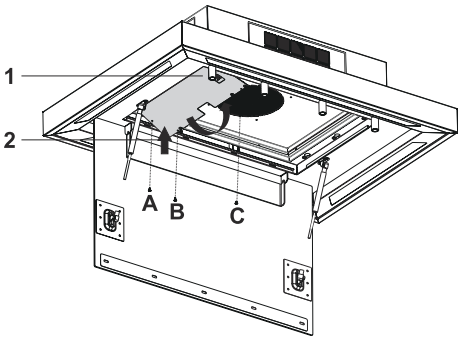

Fig. 21
5. Sätt på locket på styrboxen och spänn fast med skruvarna på punkterna A, B & C (Fig. 21).